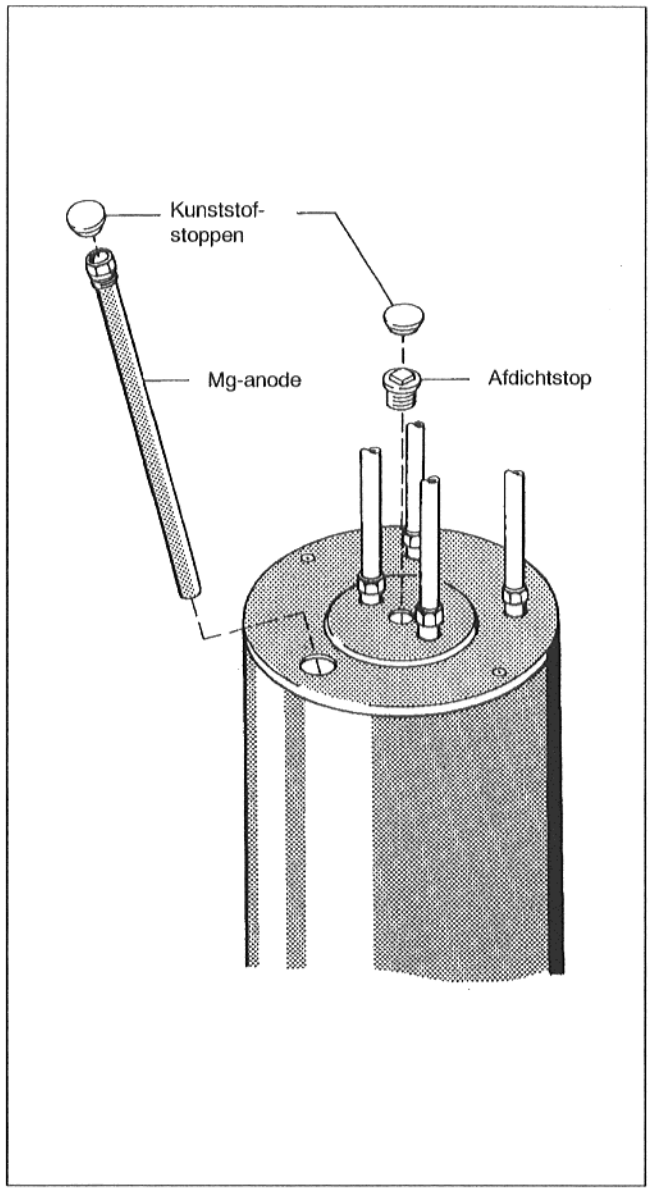

Afb. 7
Om de magnesiumanode te controleren moet de kunststofstop in het boilerdeksel worden verwijderd en de magnesiumanode worden gedemonteerd (Afb. 7).
- Kunststofstoppen uit magnesiumanode en revisieopening trekken (Afb. 7).
- Magnesiumanode eruit schroeven (Afb. 7).
- Afdichtstop uit de revisieopening draaien (Afb. 7).
- Kunststofstoppen in plaatdeksel drukken (Afb. 7).